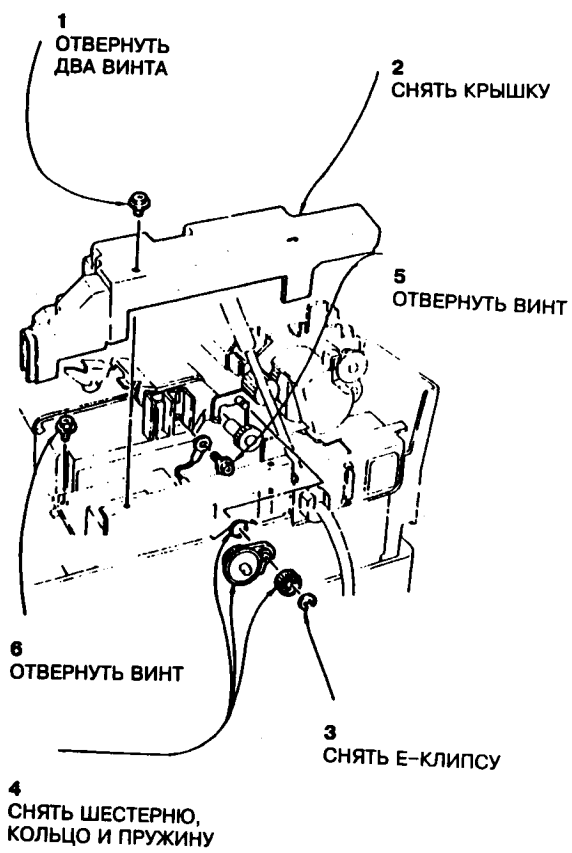

Рис.1 Освобождение транспортера
3. Подойти к задней стороне машины и снять крышку PWB управления переменного тока, кольцо, шестерню, пружину и резистор, а затем отвернуть винты, крепящие транспортер (рис.1).